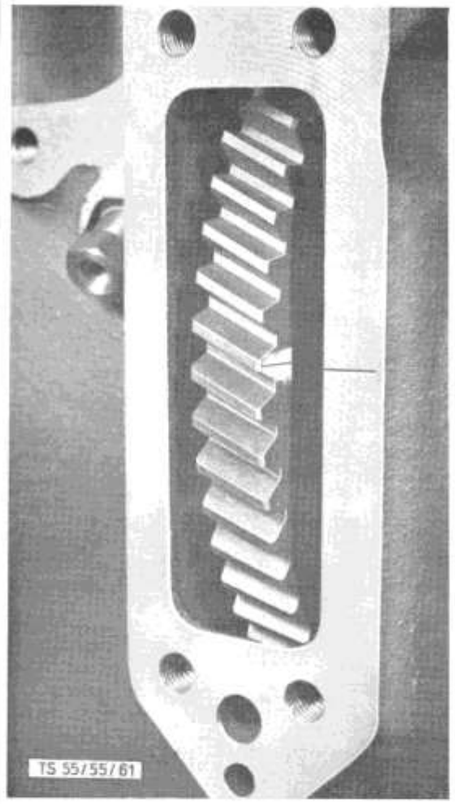

Bild 59: **Strichmarkierung am Nockenzahnrad und Motorgehäuse**
b) Nockenwellenzahnrad so drehen, daß seine Markierung mit der am Motorgehäuse übereinstimmt (Bild 59).
d) Kontrollieren, ob beim O. T. Zahnrad-Markierung mit Motorgehäuse-Markierung übereinstimmt (Bild 59).